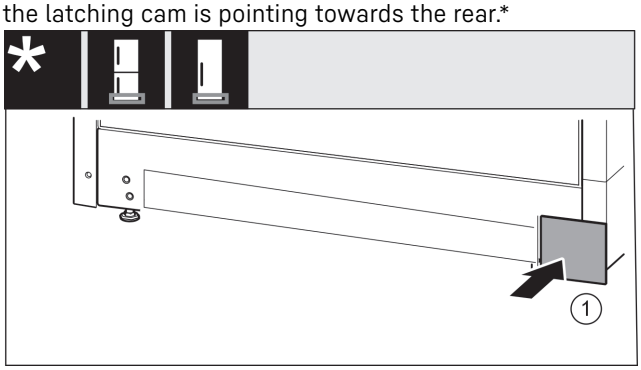

Fig. 50
- ▶ Re-attach the cover *Fig. 50 (1)* to the other side.